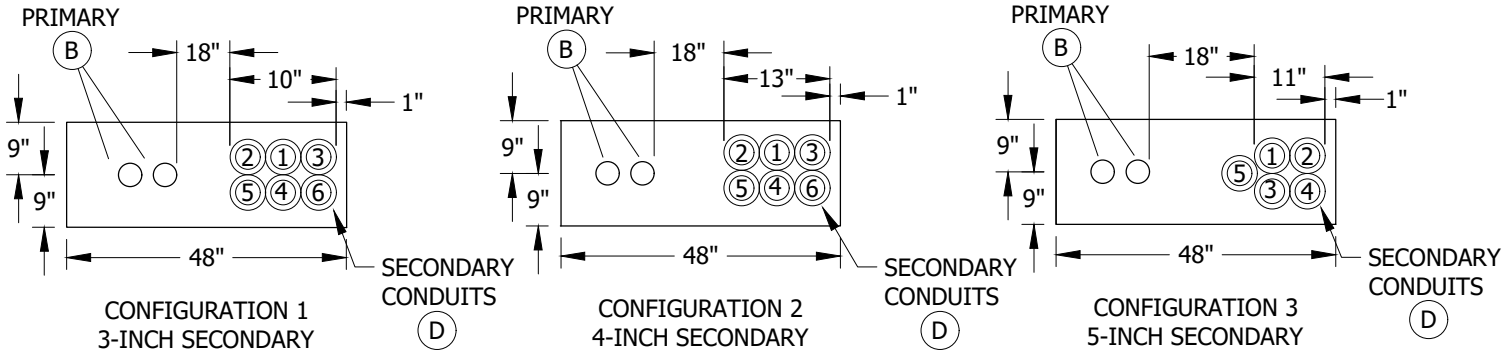

FIGURE 2
(B) PLACE ALL PRIMARY AND SECONDARY CONDUITS WITHIN THE PAD OPENING AS SHOWN IN FIGURES 2 & 3. TERMINATE PRIMARY AND SECONDARY CONDUITS FLUSH WITH THE TOP OF THE PAD. DO NOT CUT INTO THE CURVED PORTION OF THE ELBOWS. RADIUS OF CURVATURE IS 36-INCH MINIMUM FOR 3-INCH, 4-INCH AND 5-INCH CONDUITS.
(D) ANY COMBINATION OF 3, 4 OR 5-INCH SECONDARY CONDUITS MAY BE USED, PROVIDED THEY DO NOT EXCEED THE TOTAL OF 6 OR THE MAXIMUM OF EACH SIZE CONDUIT AS SPECIFIED IN FIGURE 2. AN EXCEPTION WOULD BE WHEN THE TRANSFORMER FEEDS ONE CUSTOMER WITH A 2000A MAIN WHICH REQUIRES FIVE 5-INCH CONDUITS. NO FUTURE CUSTOMERS ARE ALLOWED IN THIS INSTALLATION. TWO EXTRA 1-INCH OR TWO EXTRA 2-INCH CONDUITS MAY BE ADDED TO SERVE STREET LIGHTS, RECREATION BUILDINGS, ETC.